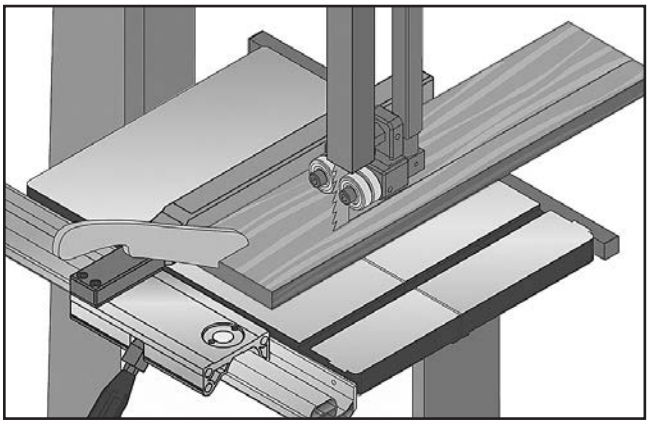

Figure 56. Example of typical ripping operation with a push stick.
3. After all safety precautions have been met, turn the bandsaw ***ON***. Slowly feed the workpiece into the blade and continue with the cut until the blade is completely through the workpiece. **Figure 56** shows a typical ripping operation. **Note:** *If you are cutting narrow pieces, use a push stick to protect your fingers.*